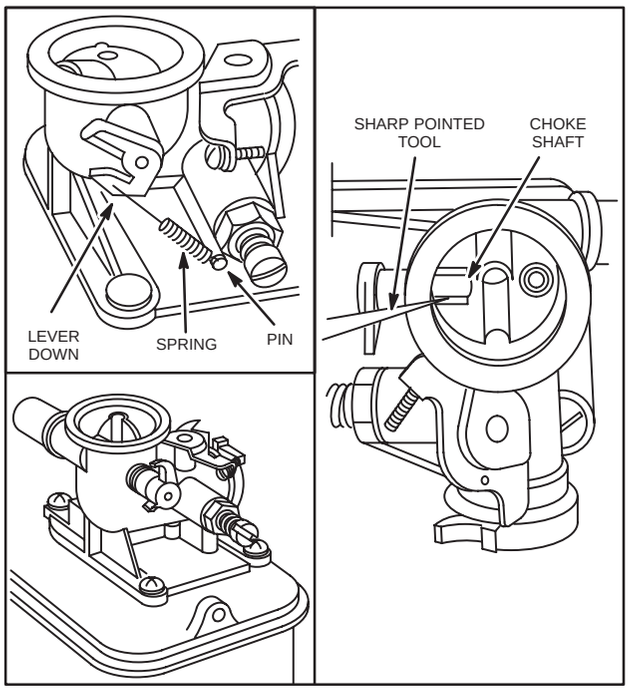

Fig. 232 – CHOKE SHAFT AND PLATE – CHOKE-A-MATIC®
1. To remove choke parts, first disconnect choke return spring (when used), Fig. 232.